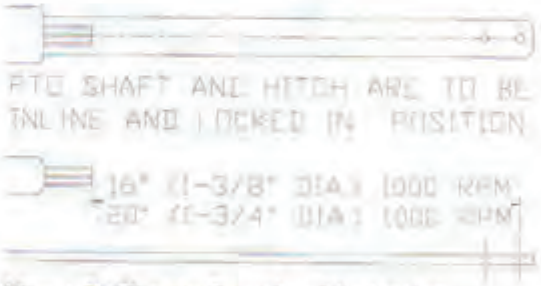
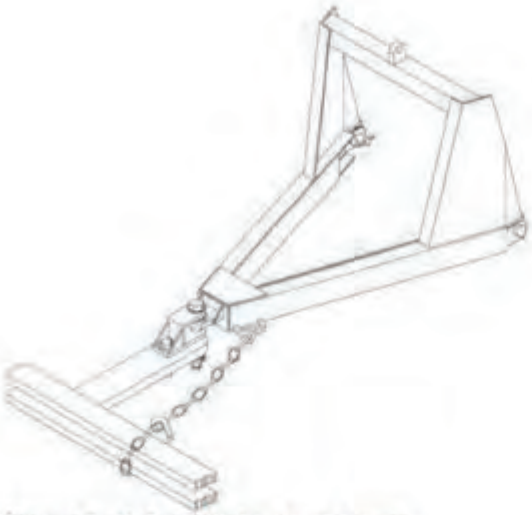

Figure 7. Tractor Drawbar Illustration.
Figure 8. Safety Chain Attachment.
2. Adjust the tractor drawbar as shown in **figure 7** for 1000 RPM operation of PTO.
4. Attach the defoliator to the tractor with the yoke weldment and bolts provided with the tongue. Make sure the hardened washers (2) are between the ball of the hitch top and bottom and the plates of the yoke weldment.
5. Install the safety chain from loop on defoliator to tractor drawbar as shown in **figure 8**.